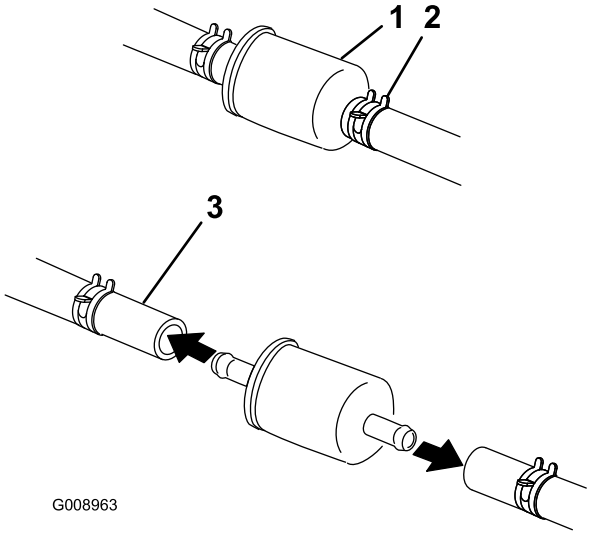

Figur 52
6. Kläm ihop ändarna på slangklämmorna och skjut bort dem från filtret (Figur 52).
8. Montera ett nytt filter och för tillbaka slangklämmorna tätt intill filtret igen (Figur 52).